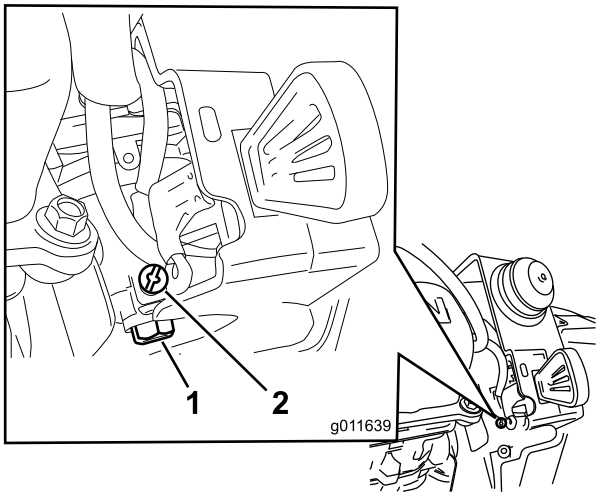

Rysunek 31
A. Odkręć, ale nie wyjmuj, mały wkręt z boku komory gaźnika (Rysunek 31), aż zacznie z niego wypływać paliwo. Spuść paliwo do atestowanego kanistra.